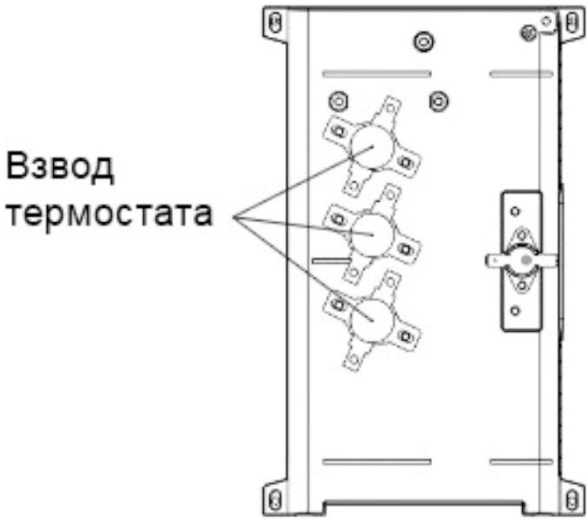

Рис. 20. Ручное восстановление термостатов
- Поочередно нажмите кнопки взвода в центре термостатов (см. Рис. 20), пока один из них не издаст щелчок.